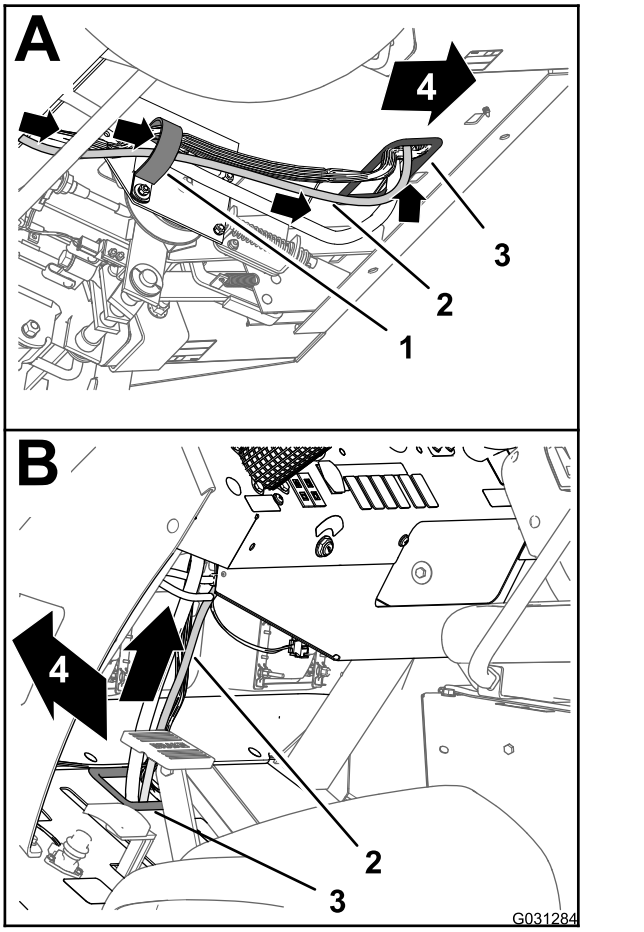

Figuur 167
3. Leid de aftakking van 220 cm van de datakabel naar voren en omhoog door de doorvoer die in het gat in het vloerpaneel zit (Figuur 167).
4. Leid de aftakking van 220 cm van de datakabel omhoog en langs de voorste kabelboom van de machine (Figuur 167).